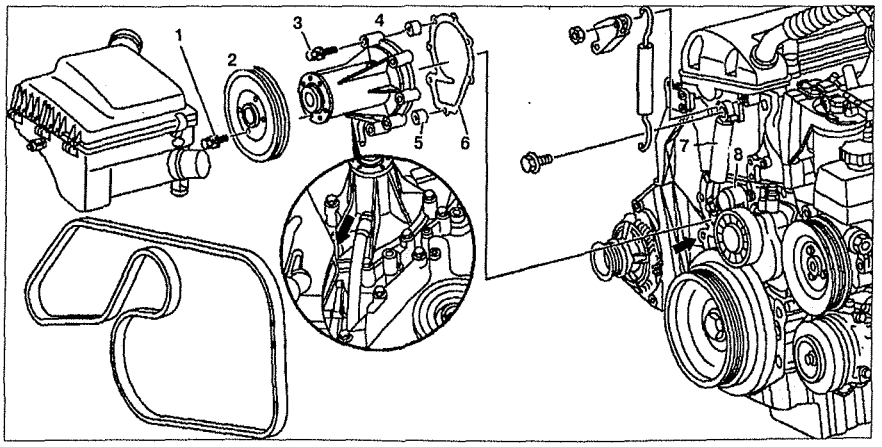

Рис. 4.36. Насос системы охлаждения:
3. Ослабьте болты **1** крепления шкива **2** насоса системы охлаждения **4** (см.рис.4.36).